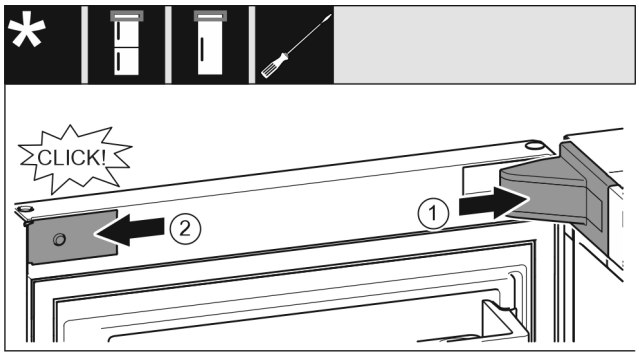

Fig. 22
▶ Put the swap bearing block cover *Fig. 22 (1)* on and engage, push apart carefully if required.
▶ Place the trim *Fig. 22 (2)* on the side and engage.